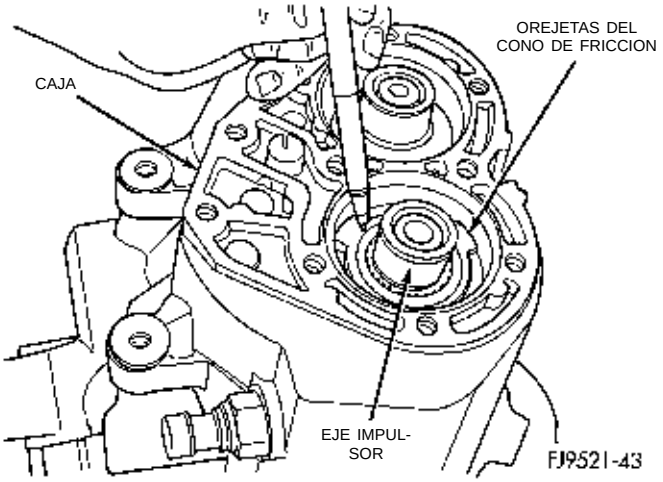

Fig. 66 Orejetas del cono de fricción
(10) Alinee las orejetas del cono de fricción del freno de marcha atrás con las ranuras de la caja de engranajes (Fig. 66). Verifique que el espaciador del freno de marcha atrás esté en su posición.